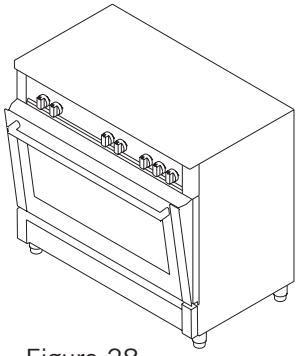

Figura 28
4. Y luego asegure el panel de seguridad entre el horno y la cubierta frontal cerrando suavemente la cubierta. (figura 28)